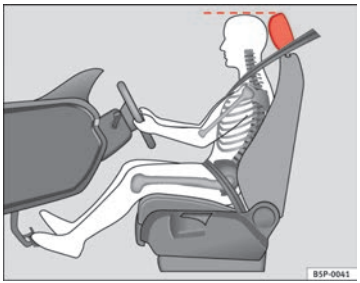

Fig. 2 Posição correcta do encosto de cabeça do condutor
– Regule o encosto de cabeça de modo a que o rebordo superior do mesmo fique alinhado com a parte superior da sua cabeça ⇒ Fig. 2.